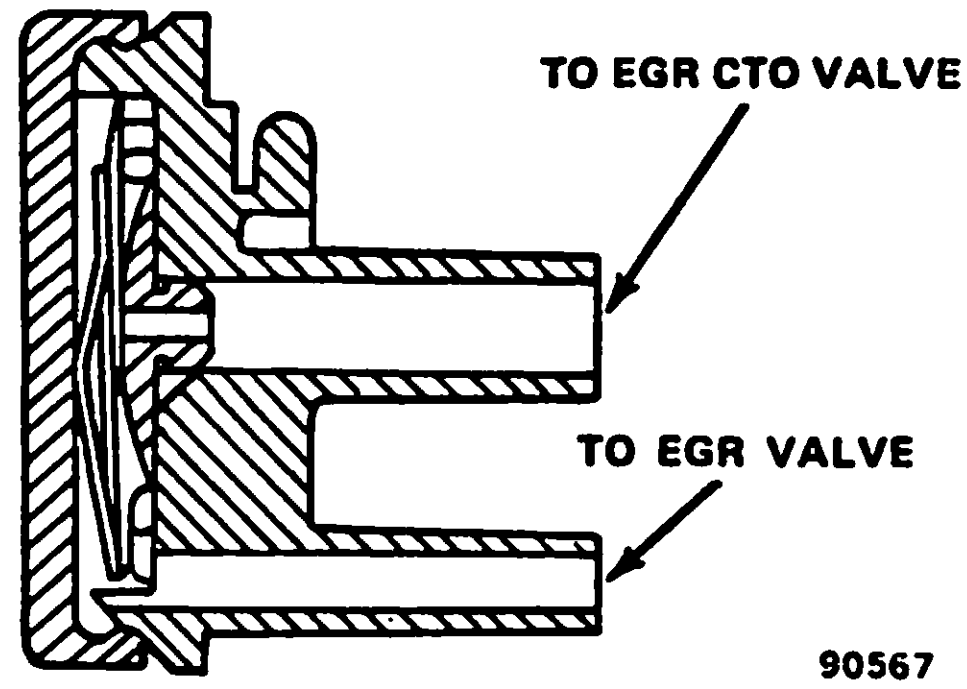

Fig. 1J-143 Thermal Vacuum Switch (TVS)
The Thermal Vacuum Switch (TVS) is located in the air cleaner and functions as an **On-Off** switch controlled by air cleaner air temperature (fig. 1J-143). The TVS controls the vacuum passage between the EGR CTO Valve and the EGR Valve. At air temperatures below 40° to 50°F (4.4° to 10°C), the TVS limits the vacuum applied to the EGR valve and, by doing so, prevents EGR operation. This improves cold engine driveability.
(2) Disconnect vacuum hoses from TVS and connect external vacuum source to one nipple and vacuum gauge to other nipple (fig. 1J-143).
(3) Apply vacuum to TVS. Vacuum should not be indicated on gauge through TVS when air temperature is below 40° to 50°F (4.4° to 10°C). If vacuum is indicated through TVS, replace it.
(4) Start engine and warm air cleaner air above 50°F (10°C). Vacuum should be indicated on gauge through TVS when air temperature exceeds 50°F (10°C). If vacuum is not indicated on gauge through TVS, replace it.